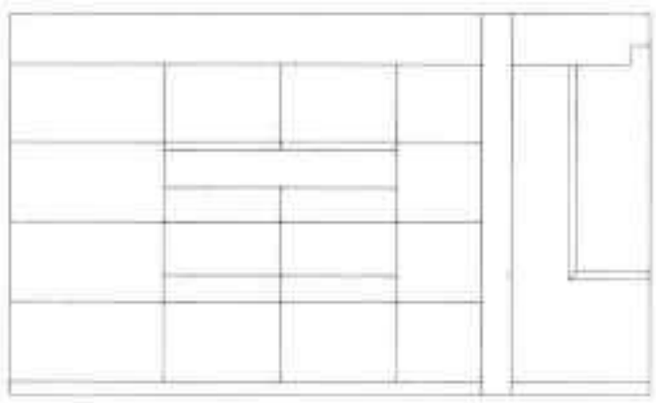

图19-91 偏移直线
Step 08 执行“偏移”命令，将左边吊顶轮廓线向下偏移 638mm，共偏移 4 次，如图 19-91 所示。